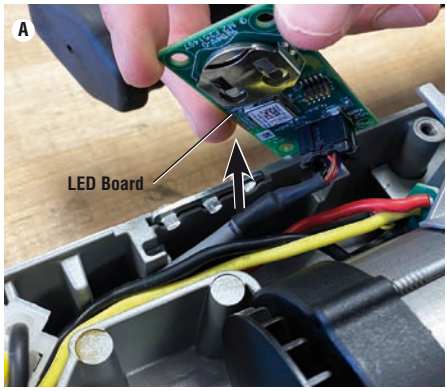
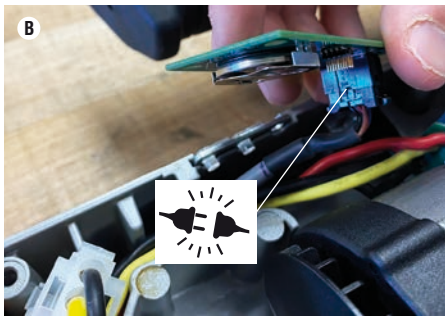

**Figure 3A – Lifting LED Board**
**Figure 3B – Disconnecting LED Board**
3. Lift the LED board see figure 3a, disconnect the connector *see Figure 3B*, and remove the LED board.